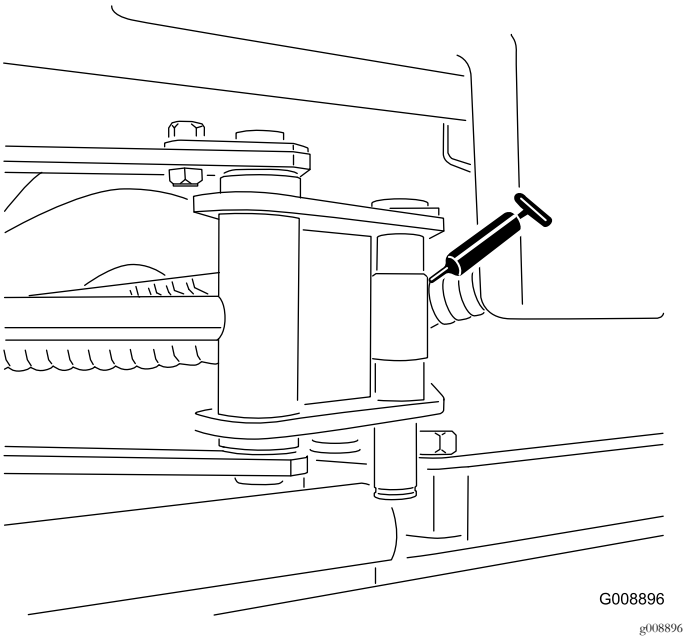

Figuur 52
- Uiteinden van cilinder van Sidewinder (2; uitsluitend model 03171) (Figuur 52)